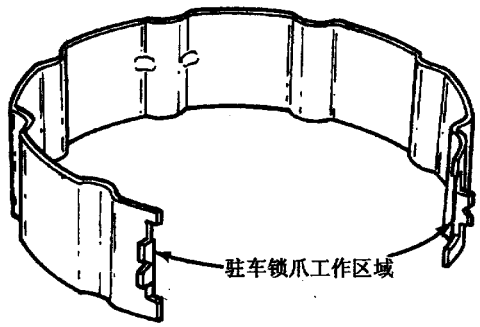

图 4－113 隔套
(3) 检查：
①检查隔套 671 是否损坏。
②检查卡环 647 是否损坏。
(4) 隔套和卡环的安装：
①将隔套 671（见图 4－113）装入变速驱动桥壳体。